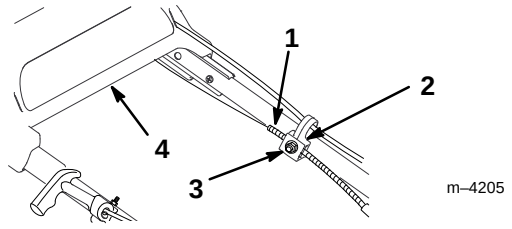

Abbildung 23
3. Die Kabelhalterungsmutter lösen (Abb. 23).
5. Die obere Griffstange so weit wie möglich zurückziehen, den Antriebsbügel unten halten und den Kabelmantel nach unten ziehen (zum Rasenmäher), um das Spiel aus dem Kabel zu beseitigen (Abb. 23).
6. Die Mutter an der Kabelhalterung anziehen (Abb. 23).